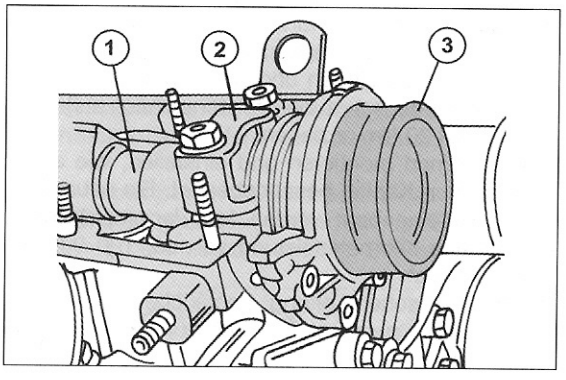
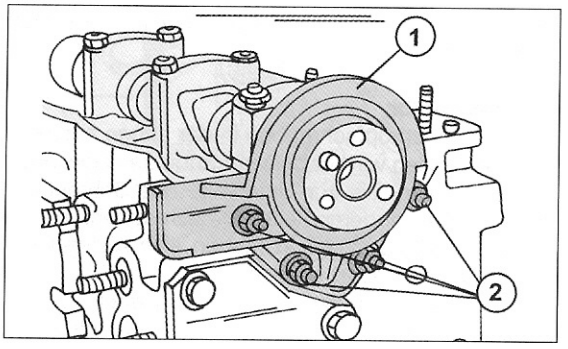

Bild 85
Bild 86
- Einen neuen Öldichtring in den Flansch einschlagen und den Flansch mit dem Dichtring über die Nockenwelle gegen den Zylinderkopf drücken. Dabei nicht die Dichtlippe beschädigen. Zum Einschlagen wird ein Stück Rohr benutzt, wie es Bild 85 zeigt. Bei einem 2.8-Liter-Motor den Dichtringflansch mit dem eingebauten Dichtring anbringen und die in Bild 86 gezeigten Schrauben anziehen.